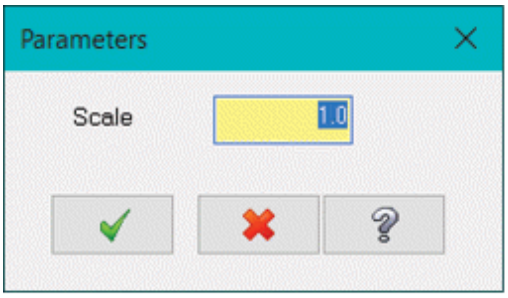

Figure-81. Parameters dialog box
- If you want to add a new view then click on the **Add view** button from the **Views** rollout. The **Plane Selection** dialog box will be displayed. Select desired plane and click on the **OK** button. The **Parameters** dialog box will be displayed for specifying scale of view; refer to Figure-81. Specify desired scale value in the edit box and click on the **OK** button. Preview of view will be displayed and you will be asked to specify location of view. Click at desired location to place the view.